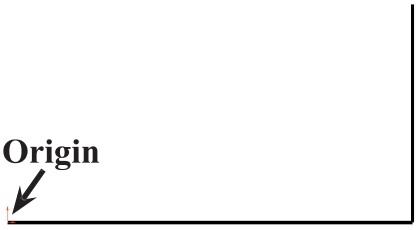

Fig. 2
Step 4. Starting from the Origin draw two lines in **Fig. 2**.